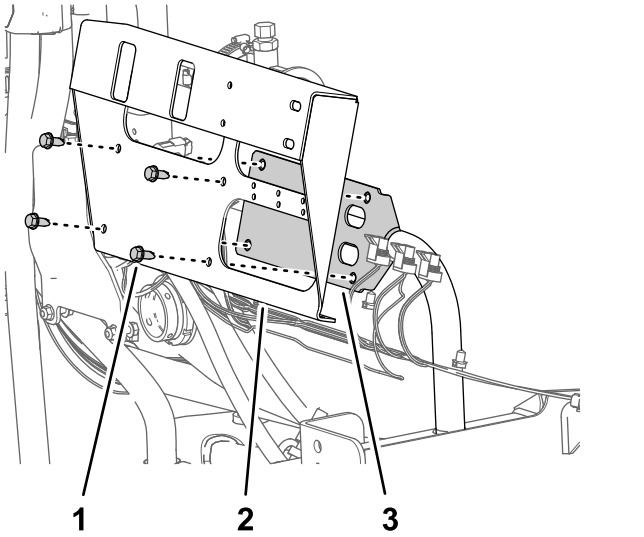

Figur 71
3. Afmonter de 4 flangehovedskruer (5/16 x 3/4 tomme), der fastgør sektionventilbeslaget fra ventilbeslaget, og fjern ventilbeslaget fra maskinen (Figur 71).